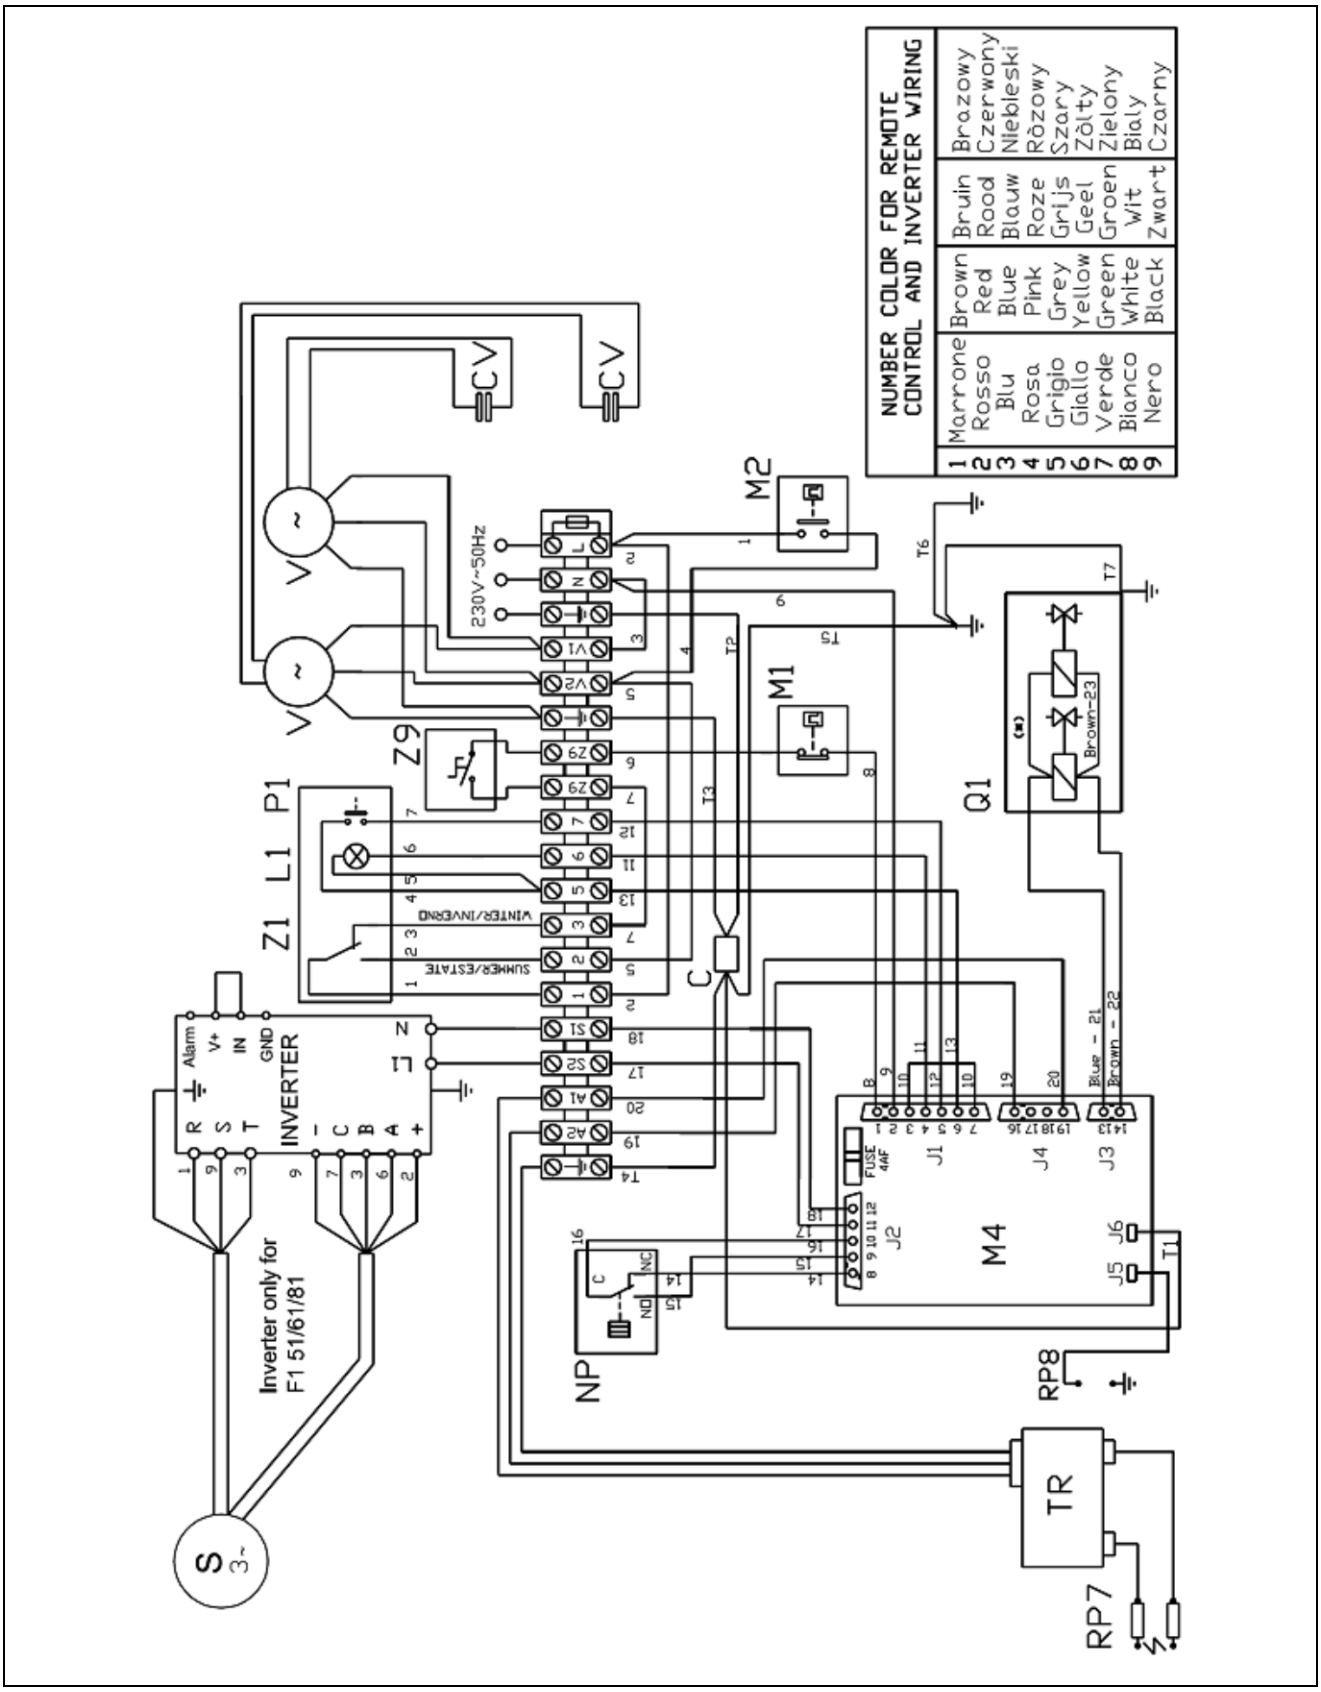

FIGURA 25 - SCHEMA ELETTRICO DI MONTAGGIO APPARECCHI SERIE F1 E SERIE F1 CM (VEDI LEGENDA DI **FIGURA 24**)
Di serie con gli apparecchi F1 e F1 CM viene fornito un comando a terra composto da: tasto estate/inverno e pulsante di reset con spia di blocco (FIGURA 29). Il comando deve essere installato a muro in una posizione adeguata. Il collegamento va effettuato come indicato in FIGURA 25.
- collegare i cavi alla morsettiera predisposta all'interno dell'apparecchio seguendo le indicazioni riportate sullo schema elettrico di montaggio (vedi FIGURA 25)